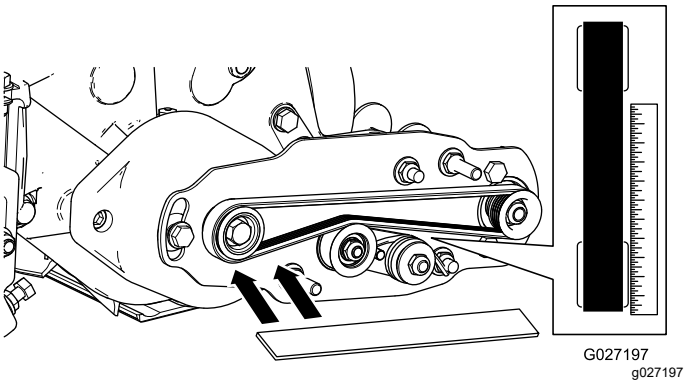

图 18
- 沿着**驱动**皮带轮的外面放置直尺 图 18。**切勿**把直尺穿过驱动皮带轮和从动皮带轮。